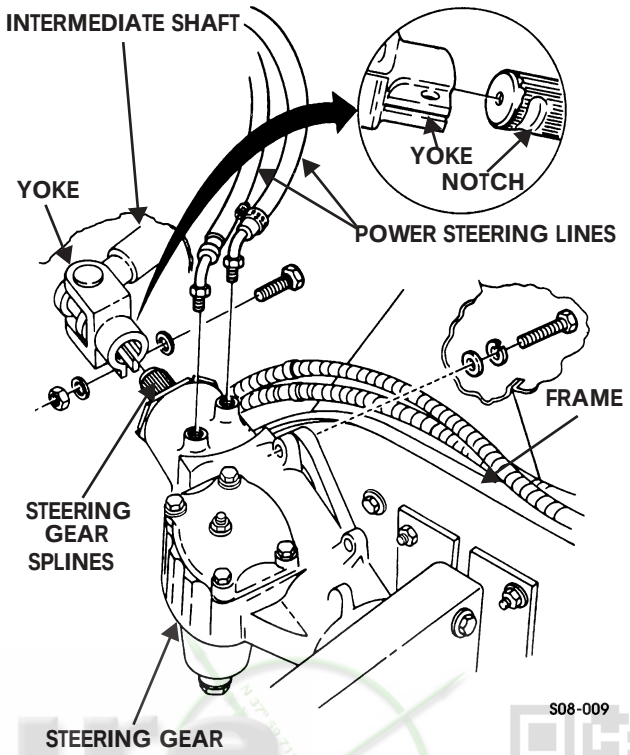

Figure 8-18: Steering Gear
1. Disconnect two power steering lines from steering gear (Figure 8-18).
6. Remove three capscrews, lockwashers, washers, and steering gear from frame. Discard lockwashers (Figure 8-18).
1. Align steering gear with mounting holes in frame and secure with three washers, lockwashers, and capscrews. Tighten capscrews to 54-66 lb-ft (73-89 N•m) (Figure 8-18).